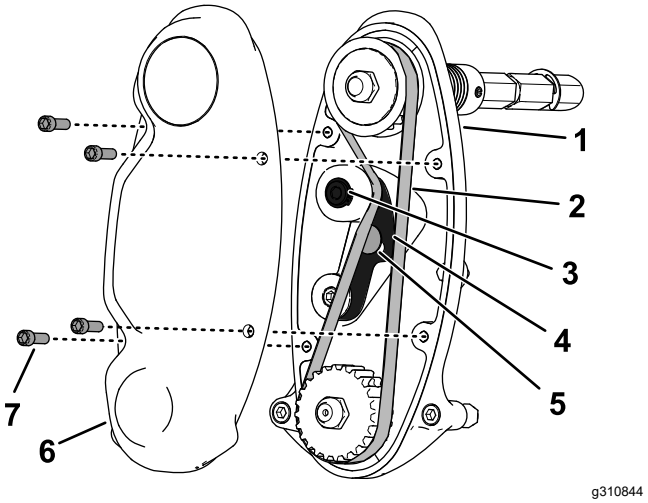

图 17
1. 拆下皮带罩露出皮带图 17。
2. 拧松怠轮臂螺栓并旋转怠轮臂图 17以释放皮带的张紧力。
3. 拆下皮带 (图 17)。
6. 如图 17所示安装皮带向怠轮臂内六角施加 4~5N·m 的力张紧皮带。